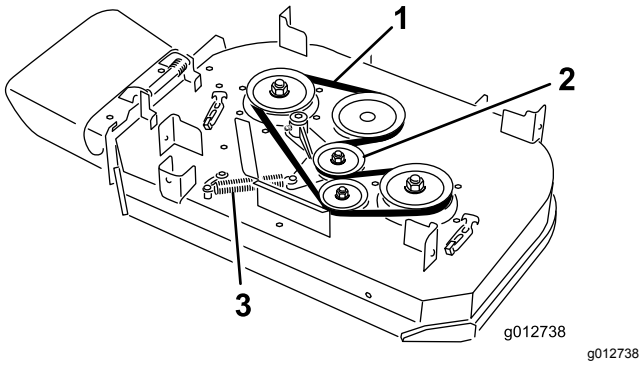

Figuur 64
4. Verwijder de veer van de ankerpost op de arm van de spanpoelie (Figuur 64).
5. Verwijder de versleten drijfriem (Figuur 64).
6. Plaats de nieuwe drijfriem rond de koppelingspoelie, de poelies van het maaidek en de spanpoelie (Figuur 64).
7. Monteer de veer aan de ankerpost op de arm van de spanpoelie (Figuur 64).